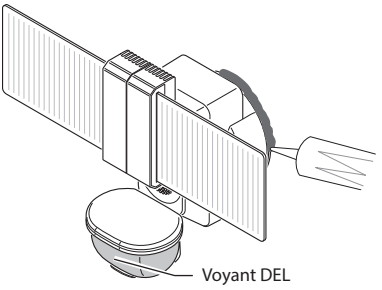

Figure 8
8. Appliquez un scellant d'étanchéité (non fourni) entre la plaque de montage et la surface de montage (voir la Figure 8).
7. Parcourez la zone de détection en notant où vous trouvez lorsque les lumières s'allument. Le voyant DEL situé derrière la lentille du détecteur de mouvement deviendra également bleu lorsqu'un mouvement est détecté (voir la Figure 8). *Remarque :* le voyant DEL bleu s'éteint une fois qu'aucun mouvement n'a été détecté pendant 30 secondes.